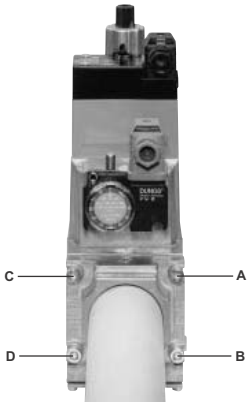
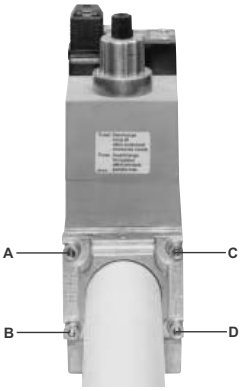

Рис. 21
Рис. 22
1.Расслабить винты A и B, но **не снимать** их (Рис. 21 и Рис. 22)
2. Отвинтить винты C и D (Рис. 21 и Рис. 22)